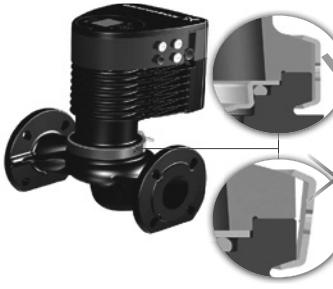

Рис. 17 Закрепление головной части насоса на корпусе
3. Убедитесь в том, что поверхность корпуса насоса и поверхность головной части соприкасаются, затем затяните скобу. См. рис. 17.
Перед затяжкой стяжной скобы еще раз проверьте ее положение. Неправильное положение скобы приведет к протечкам насоса и повреждению гидравлических деталей его головной части. См. рис. 17.